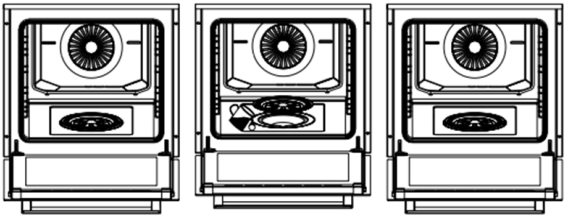

Figure 12 Figure 13 Figure 14
2. Ouvrez le couvercle de l'appareil (voir figure 12). Retirez le couvercle du réservoir d'eau et remplissez le réservoir (voir figure 13). Refermez ensuite le couvercle du réservoir d'eau (voir figure 14). Fermez le couvercle de l'appareil et préchauffez-le pendant 10 minutes. Après le préchauffage, vous pouvez placer les aliments dans l'appareil.